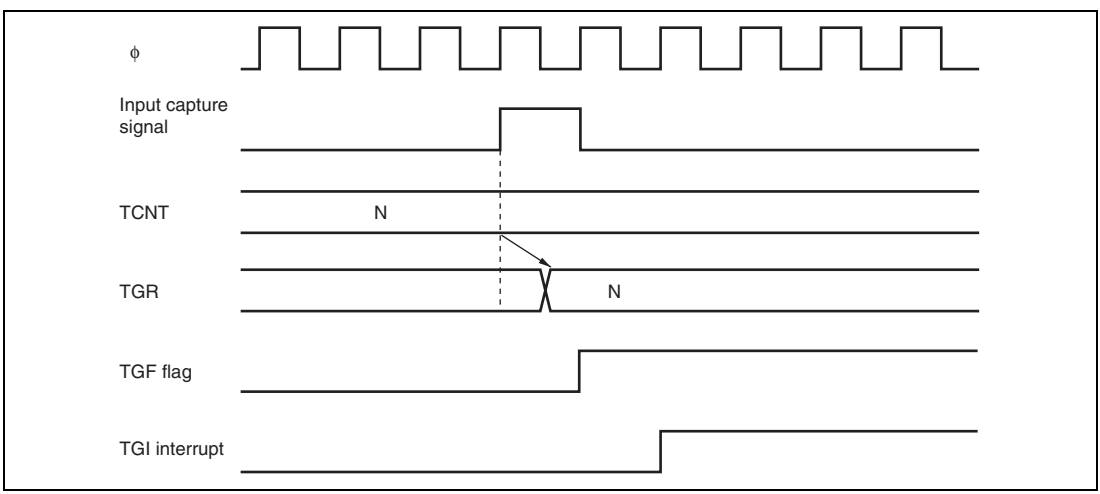

**Figure 10.39 TGI Interrupt Timing (Input Capture)**
**TGF Flag Setting Timing in Case of Input Capture:** Figure 10.39 shows the timing for setting of the TGF flag in TSR on input capture, and TGI interrupt request signal timing.